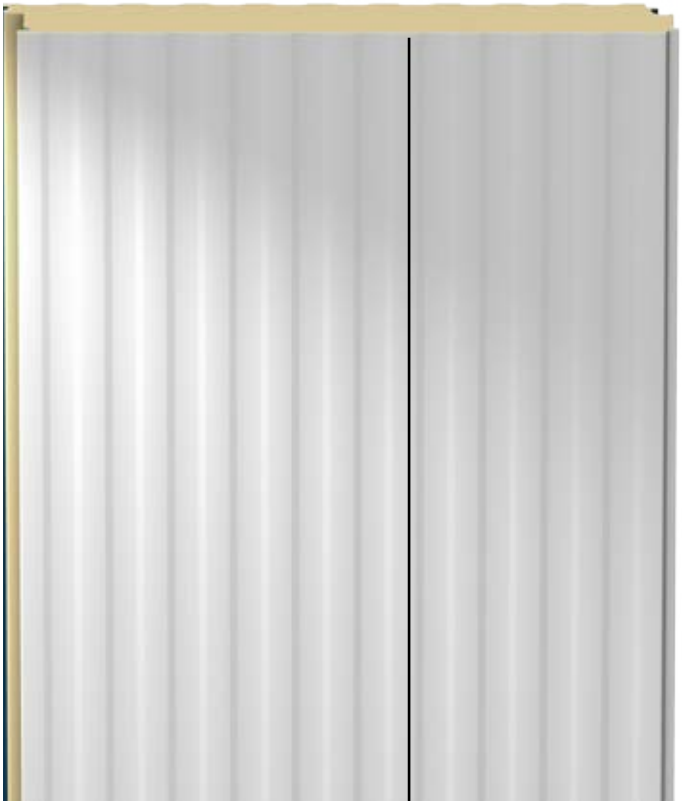

Figura 7.10
7.10 Marque la línea de corte con tiza o un marcador con punta de fieltro lavable (figura 7.10).